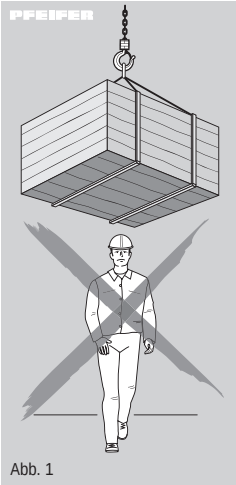

Abb. 1
- Der Aufenthalt unter einer angehobenen Last ist verboten (Abb. 1).